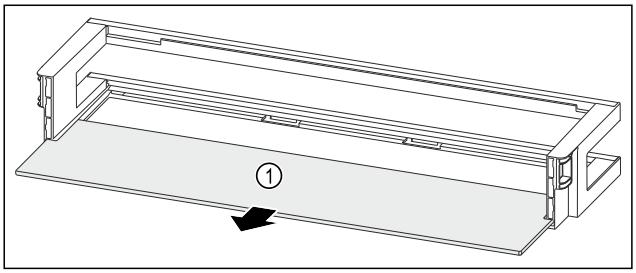

*Fig. 147 Raft montat pe ușă cu raft*
▶ Extrageți raftul *Fig. 147 (1)*.